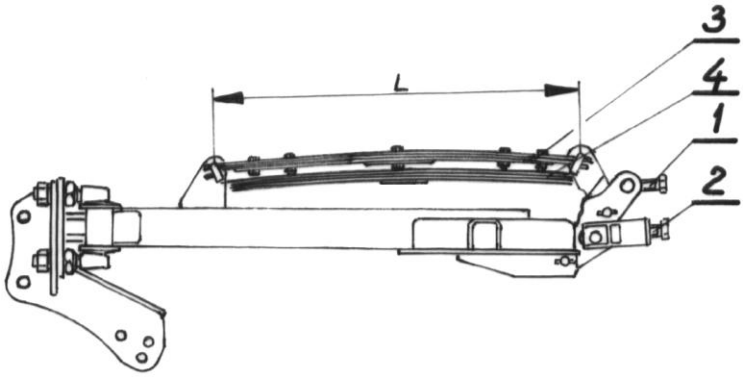

**Rys. 16** Goleń z mechanizmem sprężynowym piórowym
Producent dostarcza pługi z ustawionym mechanizmem sprężynowo-dźwigniowym z ustalonym wymiarem L=700 mm (**Rys.16**). Aby prawidłowo zmontować mechanizm należy pług ustawić na równym podłożu. Poprzez śrubę **2** należy naciągnąć łącznik znajdujący się wewnątrz belki goleni zostawiając 3 mm szczelinę między wewnętrzną powierzchnią belki, a łącznikiem. Następnie śrubą 1 ustalić odległość między czopami sprężyny piórowej 3 na L=700 mm **(Rys. 16)**. Dla ekstremalnie ciężkich warunków pracy zaleca się montowanie dwóch dodatkowych piór w celu zwiększenia siły na dziobie lemiesza.
- poluzować śruby mechanizmu dźwigniowego (poz. **1** i **2 Rys. 16**);